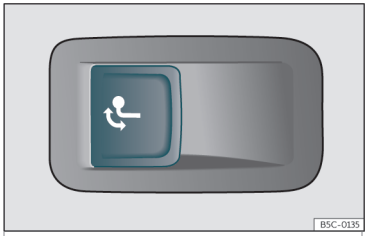

Fig. 179 En el lado izquierdo del maletero: tecla para desbloquear el gancho de remolque.
- Tire de la tecla››› **fig. 179** brevemente. El gancho de remolque se desbloquea eléctricamente y se gira automáticamente hacia fuera. El testigo de control de la tecla parpadea.
- Tire de la tecla››› **fig. 179** brevemente. El gancho de remolque se desbloquea eléctricamente.
- Si el testigo de control de la tecla ››› **fig. 179** *parpadea*, significa que el gancho de remolque aún no ha encastrado correctamente o que está dañado ››› ⚠.
- Si el testigo de control››› **fig. 179** *permanece encendido* con el portón trasero abierto, el gancho de remolque está correctamente encastrado tanto cuando está extraído como cuando está escamoteado.
- **No pulse nunca la tecla››› fig. 179 cuando haya un remolque enganchado o vaya montado un portaequipajes u otros accesorios sobre el gancho de remolque.**